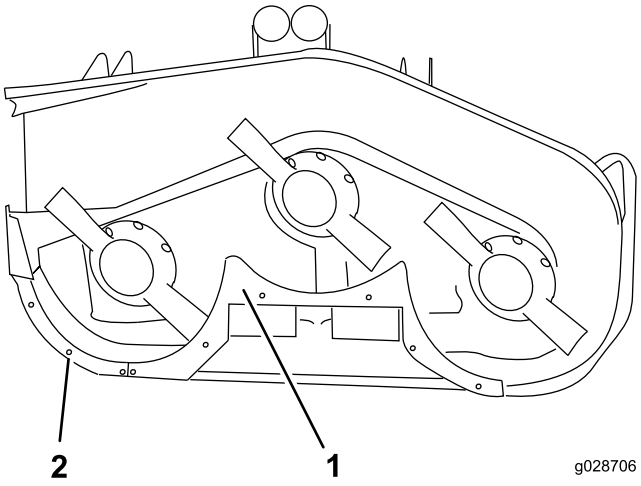

Figuur 10
8. Plaats de achterrand op het maaidek (Figuur 10).
10. Monteer de achterrand op het maaidek; gebruik hierbij 4 tapbouten (3/8–16 x 1 inch) en 4 borgringen (Figuur 10).
12. Bevestig het schot aan de maaidekrand met 2 tapbouten (1/4-20 x 3/4 inch) en 2 borgmoeren (Figuur 10).
13. Lijn de rechterrand uit met het uiteinde van het middelste schot en de maaidekrand (Figuur 10).